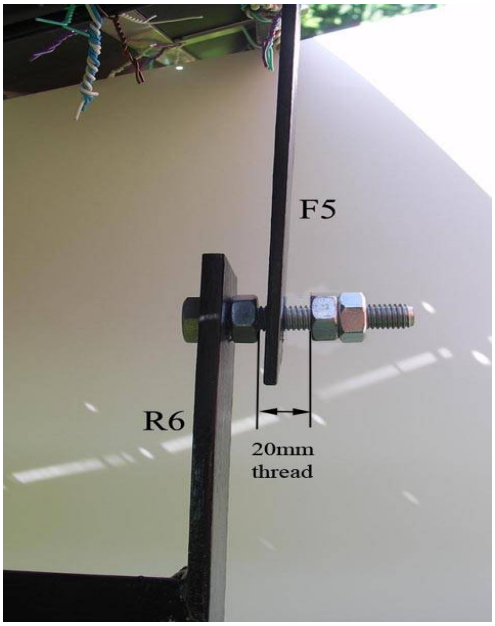

Fig. 59: jonction entre R6 et F5
1. Attacher F5 à R6 avec un Boulon M10. Mettre un écrou entre les deux afin de serrer le boulon à R6. Utiliser un double écrou du coté extérieur. Noter qu'un espace de 10mm est nécessaire de chaque coté de F5 afin de permettre la distorsion saisonnière du réflecteur. Voir fig 59.
2. fixer R7 (B) du coté ouest au trou d'attache centrale de la barre centrale à l'aide d'un boulon.